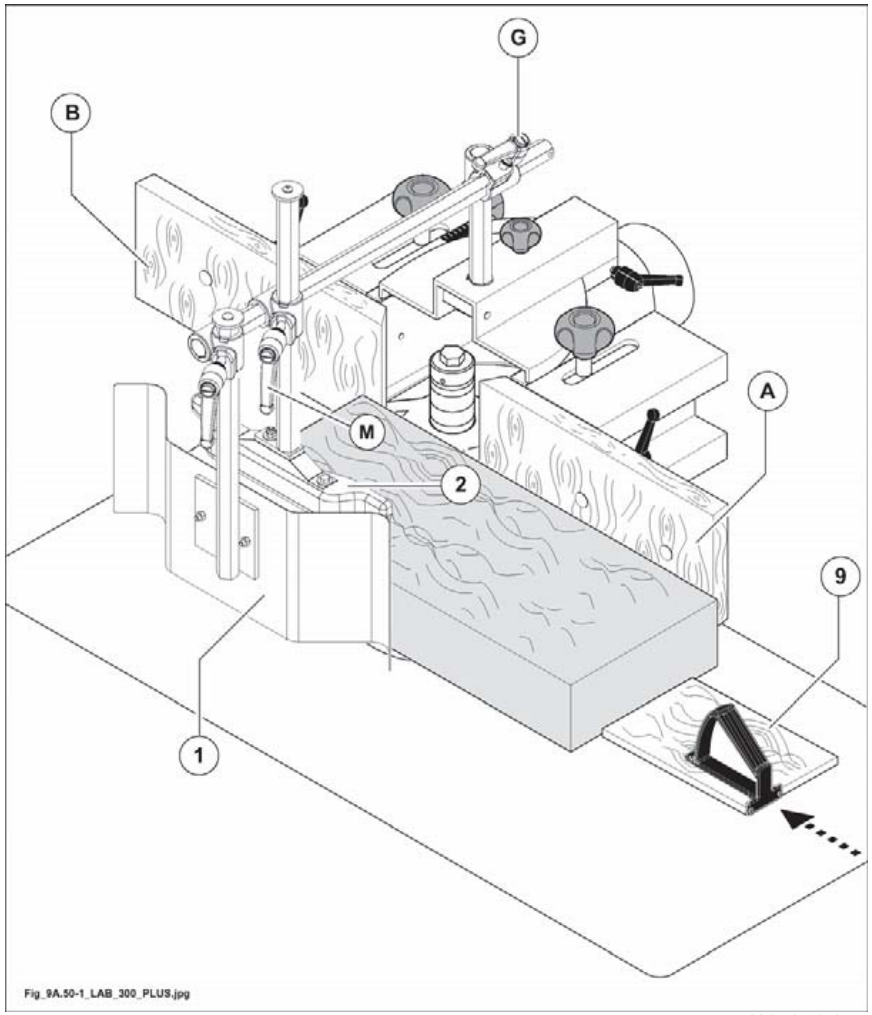

Abb. 9.50-1
- Verstellen sie die Anschlaglineale (A und B Abb. 9.50-1) je nach Aussendurchmesser des Fräswerkzeuges.
Die Position des horizontalen Niederhalter (1 fig. 9.50-1) und des vertikalen Niederhalter (2 fig. 9.50-1) wie folgt auf das Werkstück einstellen:
- Den griff (G Abb. 9.50-1) lösen und den Druckschuh (1 Abb. 9.50-1) entsprechend der Breite des zu bearbeitenden Holzes einstellen.
- Den griff (M Abb. 9.50-1) lockern und den vertikalen Niederhalter (2 Abb. 9.50-1) auf das Holz einstellen, dass so nahe wie möglich an die Fräse gehalten wird.
- Nach der Einstellung den griff (M Abb. 9.50-1) einstellen.
Verwenden Sie den Flachschiebestock (9 Abb.9.50-1), um den Endlauf unter dem Anschlagdruckschuh il (1 Abb.9.50-1) zu erleichtern.